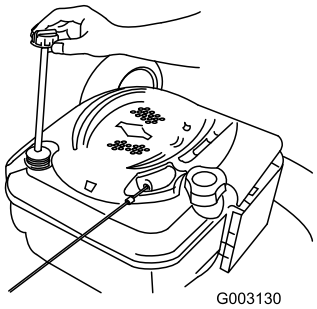

**Figur 34**
6. Ta ur oljestickan ur oljepåfyllningsröret (Figur 34).